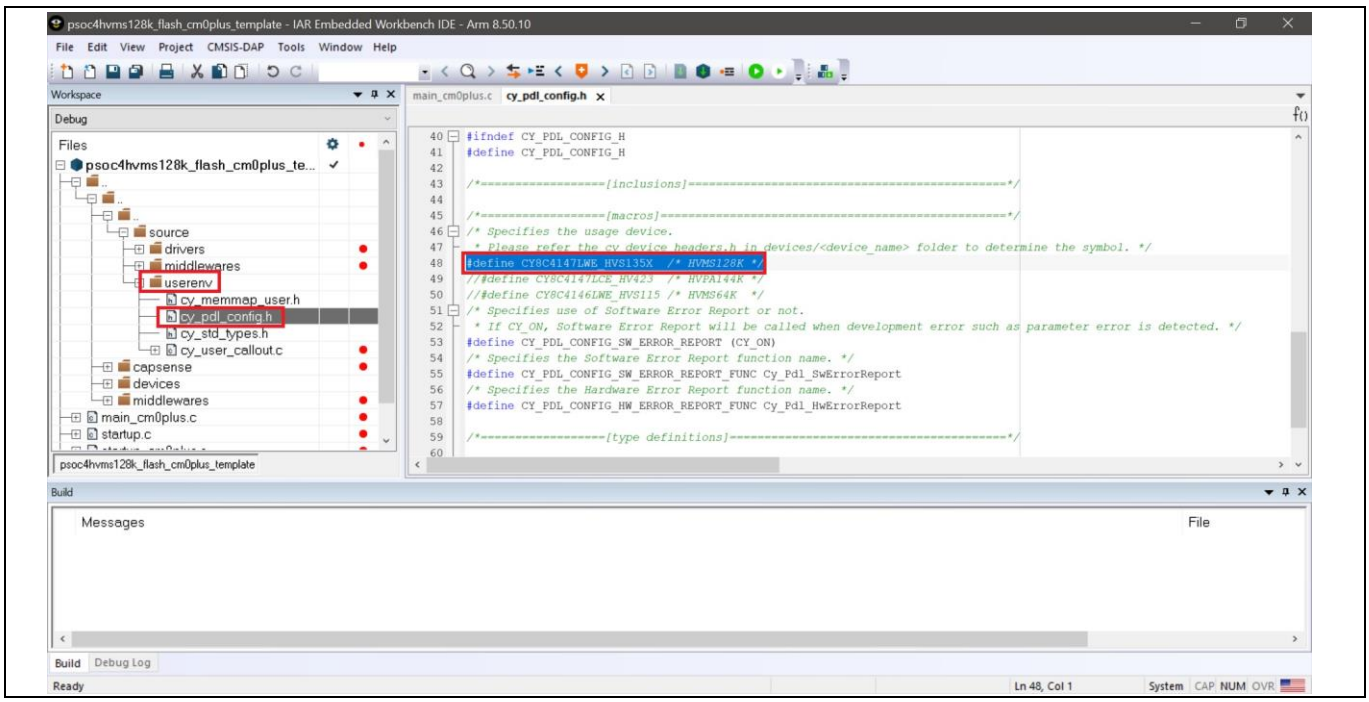

Figure 21 Selecting target device
3. Open "*cy_pdl_config.h*" present under "*userenv*" folder and select device for HVMS128K, as shown in Figure 21.